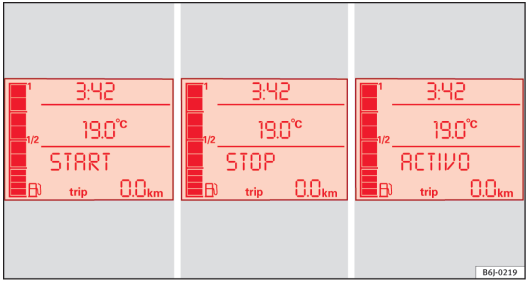

Fig. 109 Display on the instrument panel during Start-Stop function operation.
– The instrument panel screen displays information about the status of the Start-Stop function ⇒ fig. 109. ▶